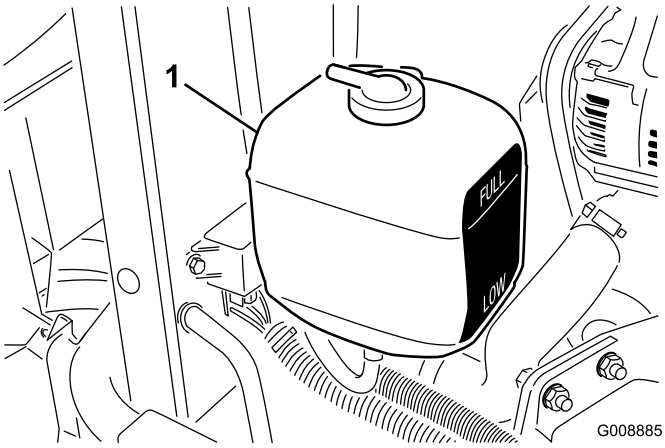

Figur 23
1. Kontrollera kylvätskenivån i expansionstanken (Figur 23). När motorn är kall bör kylmedelnivån ligga halvvägs mellan markeringarna på sidan av tanken.